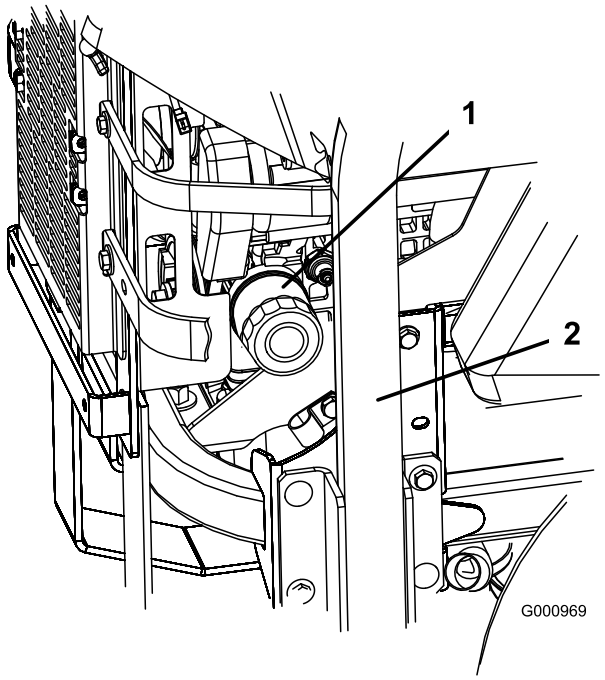
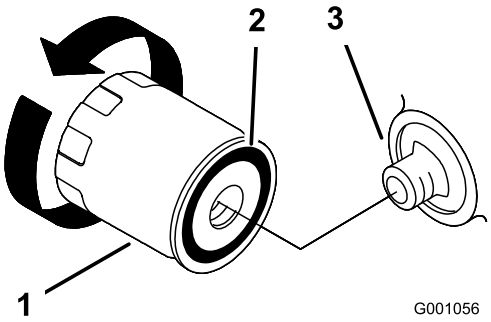

Figur 46
Figur 47
2. Drei filteret mot klokken for å fjerne det (Figur 46 og Figur 47).